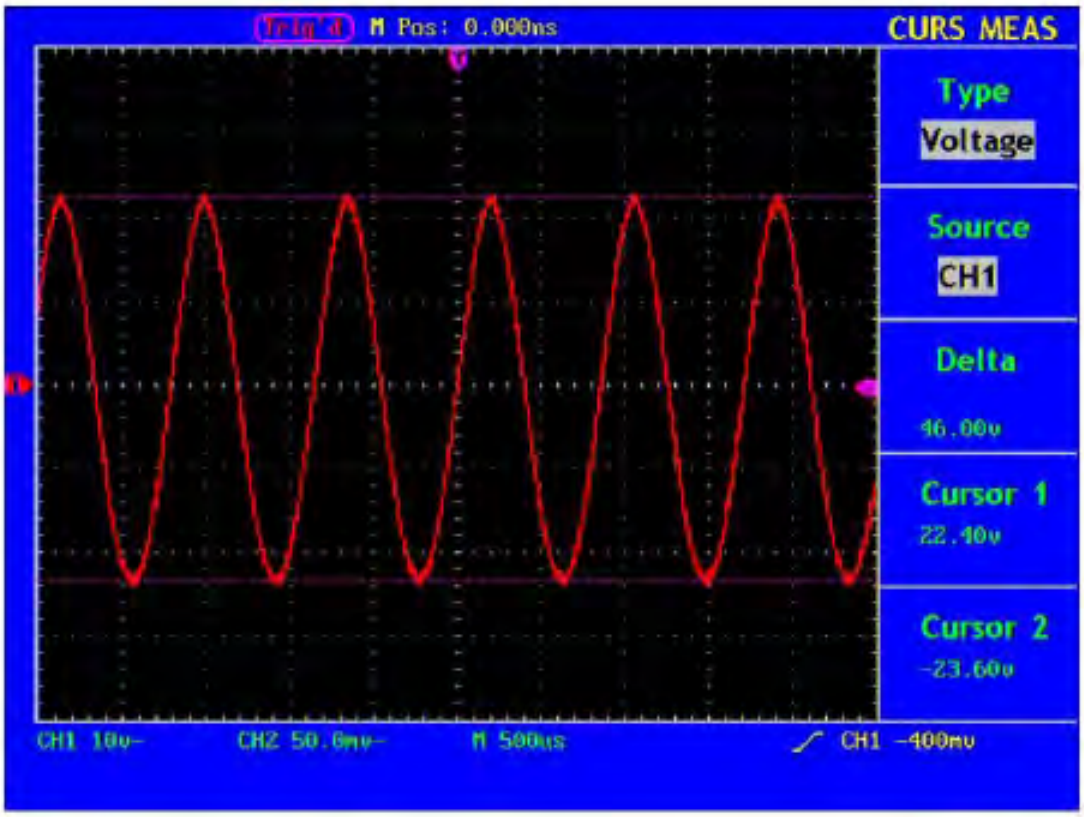

Abb. 52 Wellenform bei der Spannungsmessung mit dem Cursor
4. Verändern Sie die Positionen von **CURSOR1** und **CURSOR2** entsprechend der zu messenden Wellenform; es wird dann der absolute Wert der Spannungsdifferenz zwischen Cursor 1 und Cursor 2 im Fenster angezeigt. Die aktuelle Position von Cursor 1 wird unter Cursor1, die von Cursor 2 unter Cursor2 angezeigt (siehe Abb. 52).